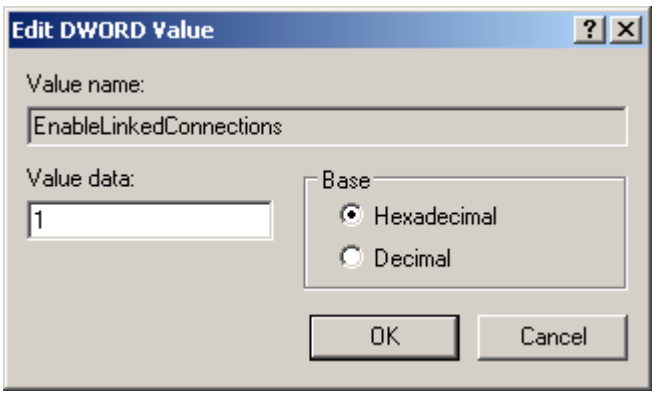

Figure 13.1-23 Value edition
4. Set value=1 to EnableLinkedConnections. Click OK (Figure 13.1-23).